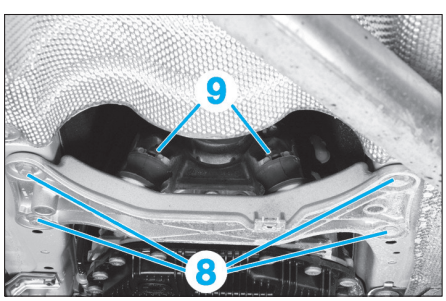

Fig. 9
• Défaire les vis (8) et les écrous (9) **(Fig.9)**.